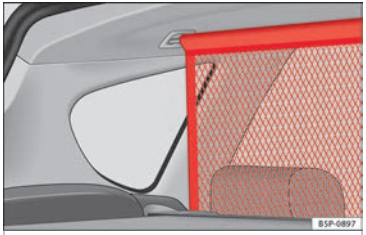

Fig. 107 Separation net.
– Pull the net from underneath between the backrest and the folding tray and fit it to the slots in the roof, first the right then the left »» Fig. 107.